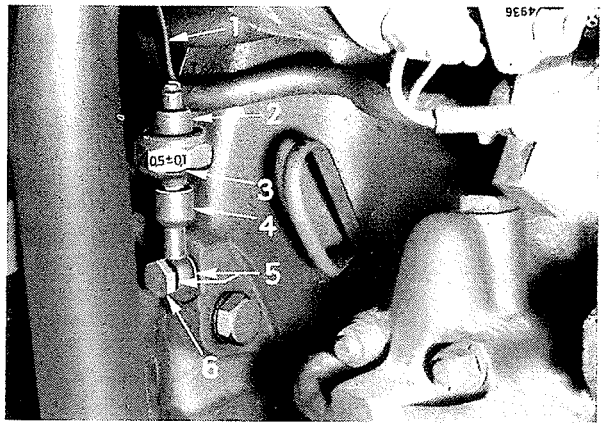

Bild 514
Anschlußkabel (1) Bild 514 abklemmen, Hohlschraube (6) abschrauben. Den Öldruckschalter (2) aus der Anschlußbüchse (4) herausschrauben.
Der Einbau ist aus Bild 514 ersichtlich. Zur Kontrolle Zündschlüssel in das Zündschloß drücken. Die Öldruckkontrollleuchte muß aufleuchten. Wird der Motor gestartet, muß sie erlöschen. Andernfalls hat der Motor zu wenig Öldruck.